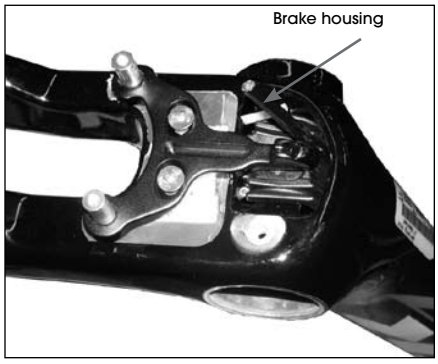

Figure 2. Brake housing protruding from the bottom bracket shell
5. Slide a piece of brake housing through the top tube housing window, down the down tube, and out of the bottom bracket (Figure 2). The housing should be in the middle, between the two derailleur housing stops.